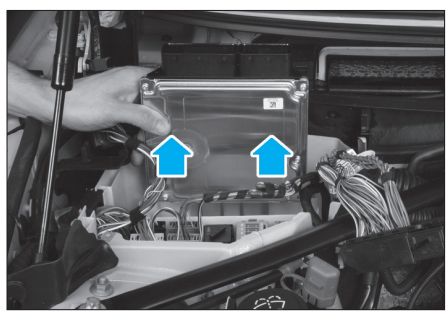

Fig. 46
• Débrancher les 2 connecteurs du calculateur puis l'extraire comme illustré **(Fig.46)**.